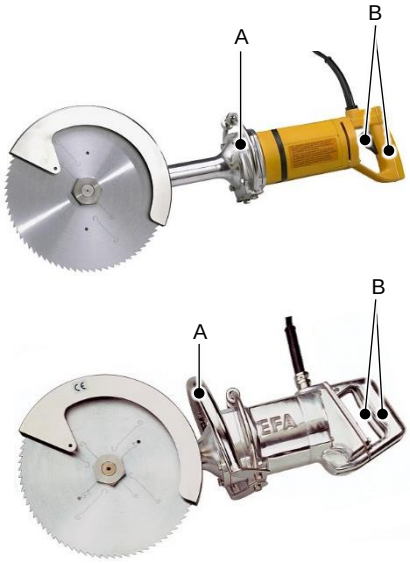

Abb. 6.1 – Schalterbetätigung
Zum Einschalten, den Schalter betätigen, *s. Abb. 6.1*.
Einschaltsicherung (D) in Ruhestellung (AUS-Marke auf **roten** Punkt), *s. Abb. 6.1-Schalterbetätigung*.